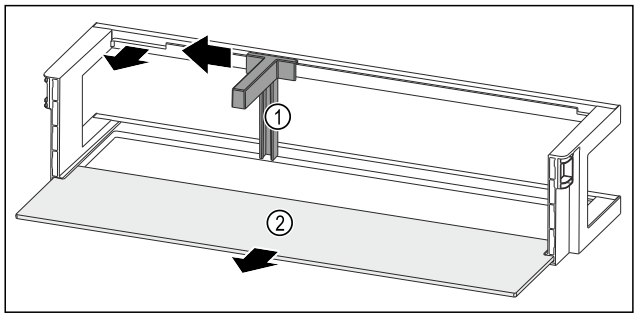

Fig. 251 Deurrek met flessenhouder en draagplateau
- ▶ Flessenhouder *Fig. 251 (1)* tot aan de uitsparing opzij schuiven.
- ▶ Flessenhouder *Fig. 251 (1)* verwijderen.
- ▶ Draagplateau *Fig. 251 (2)* verwijderen.